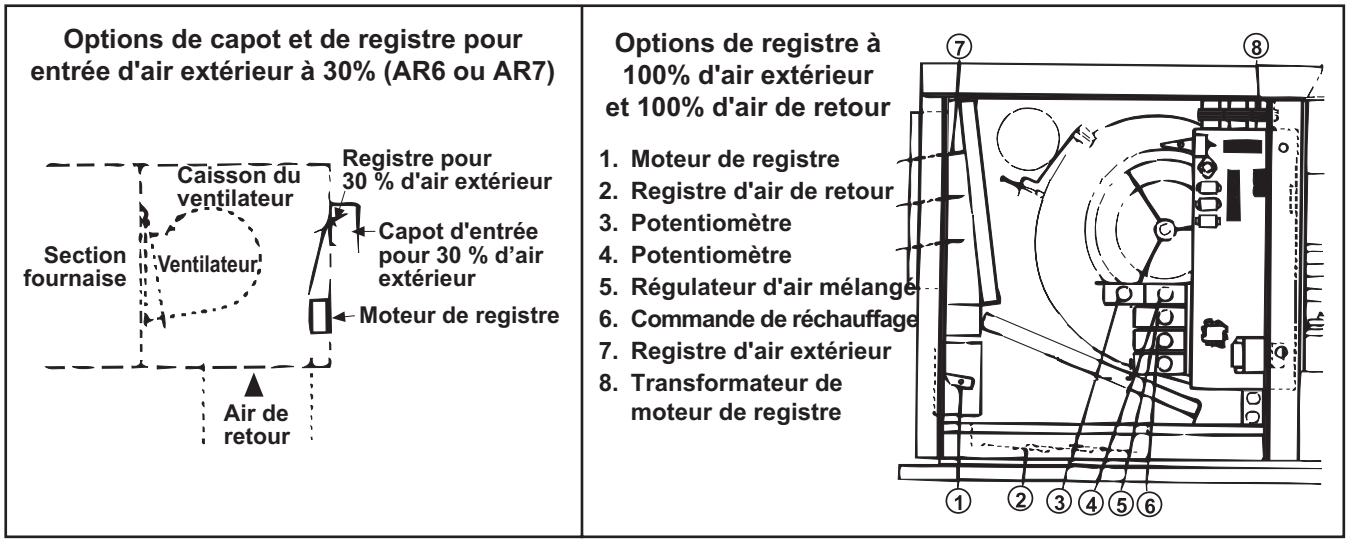

Figure 33. Commandes de registre
- Pour des options de contrôle de registre spécifiques (voir (voir **Figure 33**), consultez le schéma de câblage qui accompagne l'appareil. Pour régler les registres, reportez-vous à la section **Ajustement de la tringlerie de registre**.